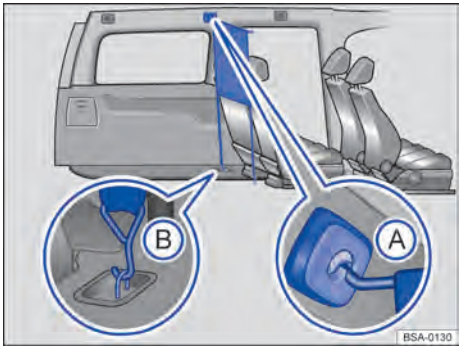

Bilde 135 Bak andre seterad: Skillenett montert.
1. Hekt skillenettet inn i takfestet *bak til venstre* → Bilde 135 Ⓐ. Pass på at stangen trekkes ned fra den øverste posisjonen.
3. Hekt skillenettet inn i de nederste surrekrokene → Bilde 135 Ⓑ.